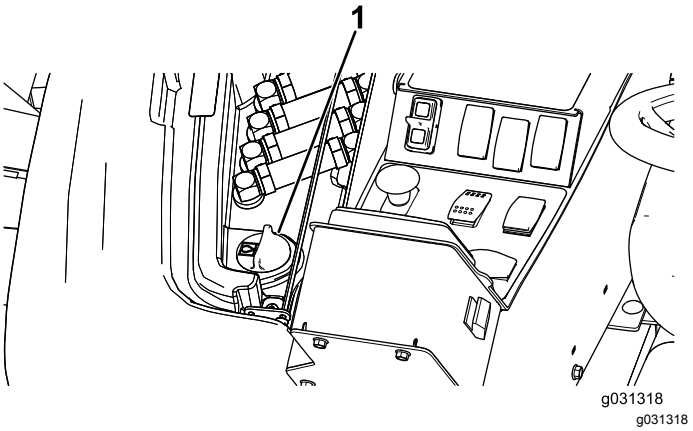

Figur 120
2. På høyre side av maskinen, hev tilgangsdekselet for å eksponere hydraulikktanklokket (Figur 120).
3. Rengjør rundt påfyllingshalsen og lokket på hydraulikktanken (Figur 120).